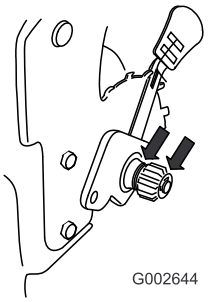

Figur 37
2. Applicera smörjolja på hjulets in- och utsida så som bilden visar Figur 37.